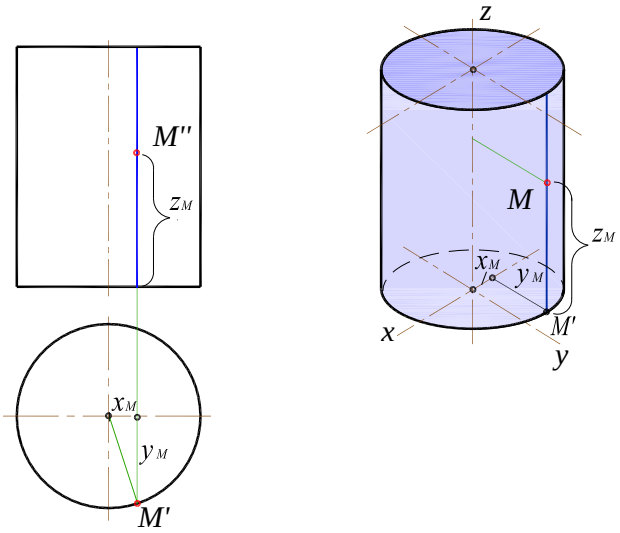

Рис. 13.12
*Задача* 4. По заданным прямоугольным проекциям построить изометрическую проекцию цилиндра и точки *M*, лежащей на его боковой поверхности. Начало координат находится в центре нижнего основания (рис. 13.12).